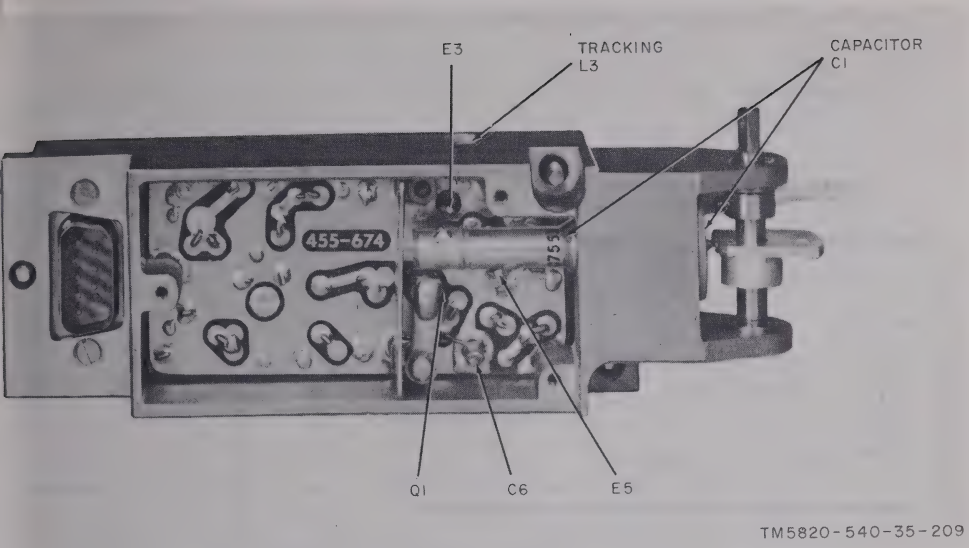
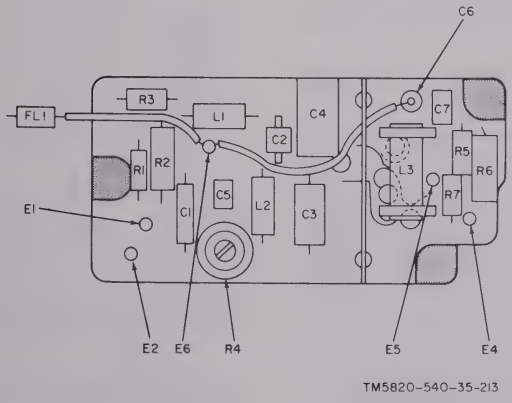

Figure 4-140. Frequency multiplier 2A1A2A1, cover removed.
Figure 4-143. Frequency multiplier subassembly 2A1A2A1A1 parts location.
put indication	*a.* Check components in the signal path for open circuit. Replace components as required. *b.* Check +12v dc at C6 (fig. 4-143) and E3 (fig. 4-140). Replace FL1 or L3 if necessary. *c.* Check C4 for short-circuit; replace if necessary.
Spurious outputs on the response curve.	*a.* Check the wire from E6 to FL1 (fig. 4-143). If any of the strands in this wire are broken spurious outputs on the response curve will result. *b.* Check and replace transistor Q1.
(3) Set the SWEEP dial to 72.5 MHz, and the SWEEP WIDTH control one-quarter turn from minimum.
(4) On the unit under test, adjust the control cam until the H datum mark is in line with the cam-follower stud (fig. 4-140).
(5) If C4 has been replaced, turn fully clockwise; no other adjustment is required for C4.
(6) Set the test facility switches as follows: